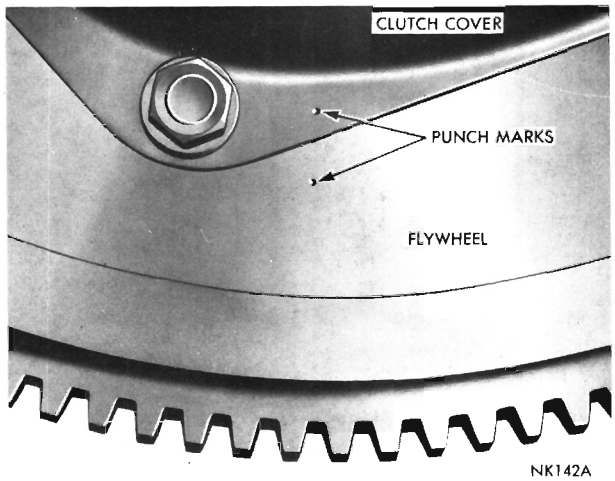

Fig. 13—Marking Clutch and Flywheel
(7) Mark clutch cover and flywheel (Fig. 13) to maintain their same relative positions when reinstalling clutch assembly.
(8) Loosen and back off clutch cover attaching bolts, one or two turns at a time, in succession, to avoid bending cover flange.
(9) Remove clutch assembly and disc from clutch housing.
(4) Install clutch cover attaching bolts (after aligning balance punch marks (Fig. 13), but do not tighten them.